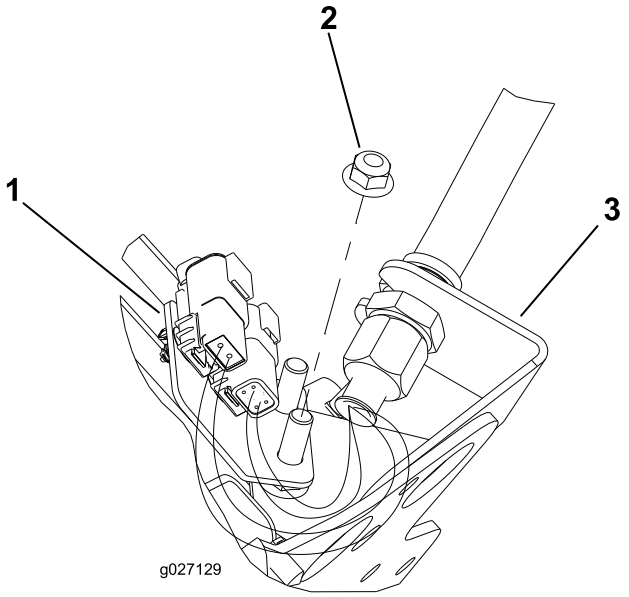
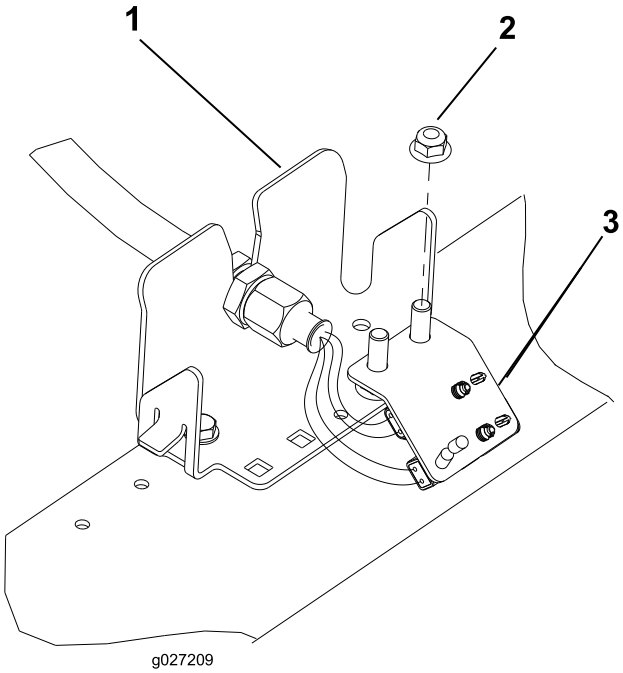

Figur 12
Figur 15
6. Upprepa proceduren på de kvarvarande fyra platserna på motorväggen i enlighet med Figur 12 till Figur 15.